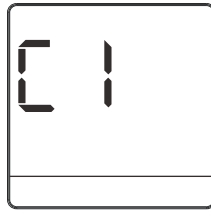

Figure 4.3
① Long press and on the remote controller at the same time for 8 seconds to go to the advanced parameter settings status,"C1" will be displayed in the temperature display area(see Figure 4.3);